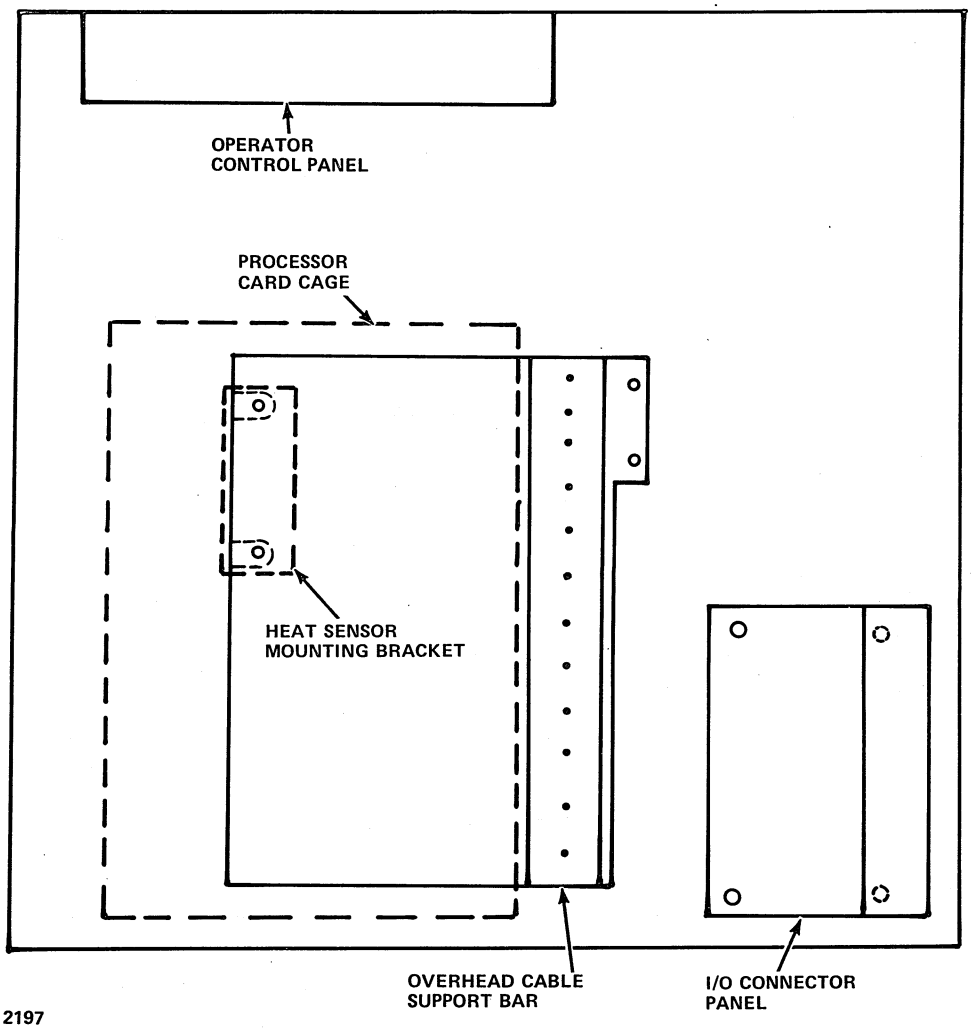

Figure 24-6. I/O Connector Panel and Overhead Cable Support Bar Installation
3. Slide the cable support bar above the processor card cage on the underside of the cabinet top. See figure 24-6.
4. Slide under and line up the heat sensor bracket and the cable support bar holes and secure with the heat sensor bracket nuts. See figure 24-6.